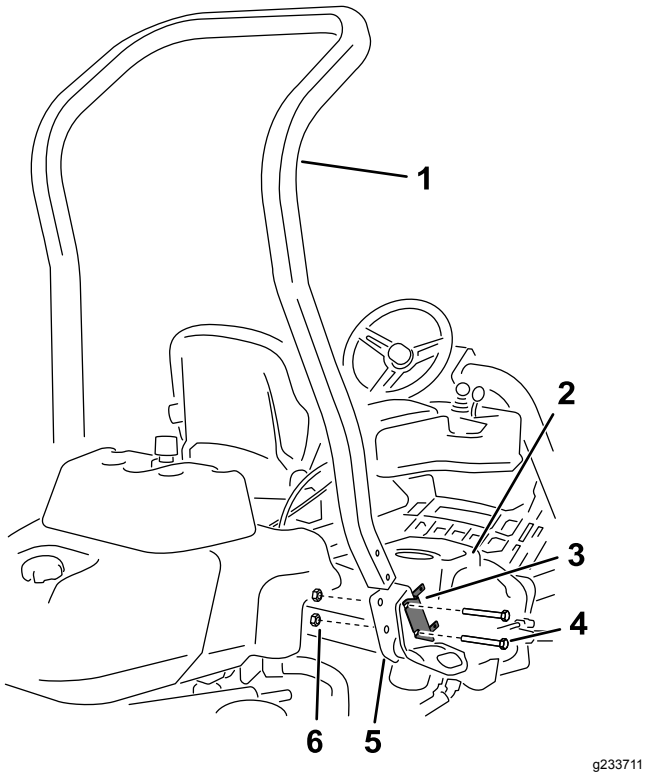

Figur 3
4. Fjern de to boltene som fester sikringsblokkbraketten til veltebeskyttelsesbraketten, som vist i Figur 3.